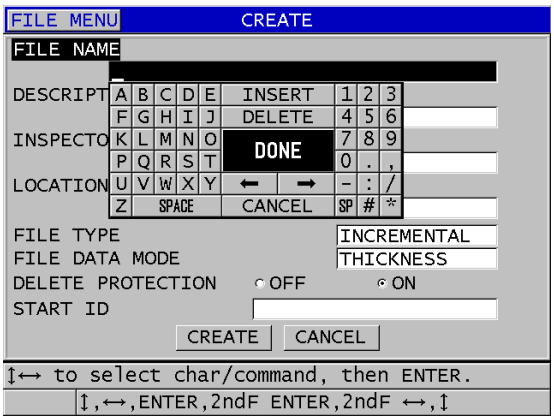

Rysunek 11-3 Przykład ekranu CREATE (Utwórz)
3. Na ekranie **CREATE** (Utwórz) (patrz Rysunek 11-3 na stronie 196):